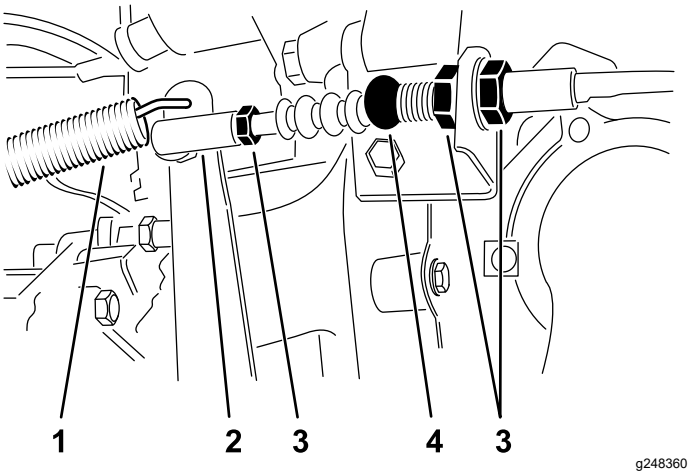

Figur 61
1. Løsn de kontramøtrikker, der fastgør koblingskablet til konsollen på klokkehuset (Figur 61).